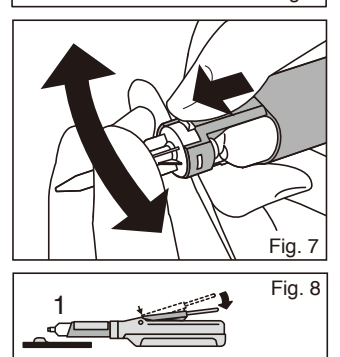

Fig. 7
f) Después de la dosificación, soltar la palanca. Para quitar la punta de mezcla GC para LC, empuje la punta de mezcla hacia adelante, mientras presiona la lengüeta de liberación con una mano y mover la parte delantera de la punta de mezcla GC para LC de lado a lado con la otra mano (Fig. 7). Limpie la punta del cartucho y vuelva a colocar el precinto del cartucho.
f) Na het aanbrengen laat u de hendel los. Om de GC mengnaald voor LC te verwijderen, duwt u de mengnaald naar voren terwijl u de ontgrendellip met de ene hand indrukt en met de andere hand het voorste deel van de GC mengnaald voor LC zijdelings heen en weer beweegt (fig. 7). Reinig de cartridgetip en plaats de beschermkap van de cartridge terug.